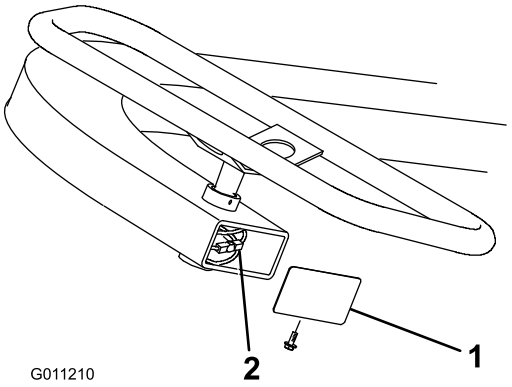

Figur 49
2. Hvis hele gevindet på kabelenden er blevet brugt, skal kablerne udskiftes. Hvis det er nødvendigt, skal remskiven og ratkablet under rattet serviceres ved at fjerne dækslet på enden af ratstammen (Figur 49).